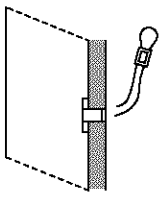

Fig. 7
11. Push up on the upper plastic leg of the toggle bolt and break it off flush with the wall (refer to Figure 7).